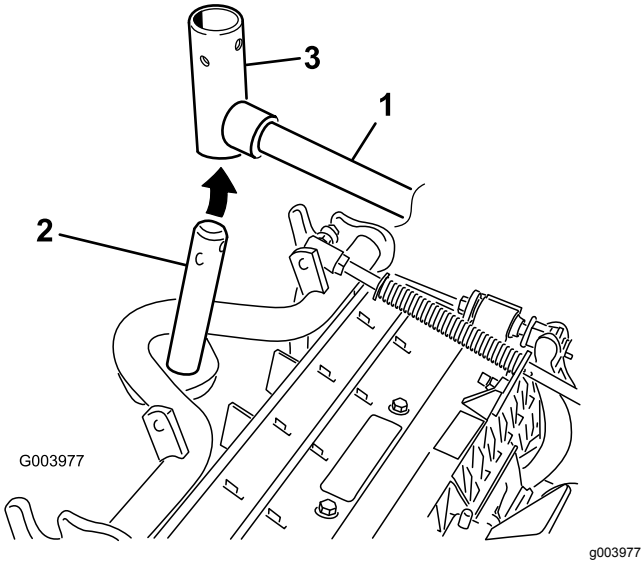

图11
8. 对于前滚刀组在将承载架轴向上插入提升臂轴轭的同时把滚刀组滑到提升臂下方图11。
B. 将提升臂轭插入承载架轴的上方图11。